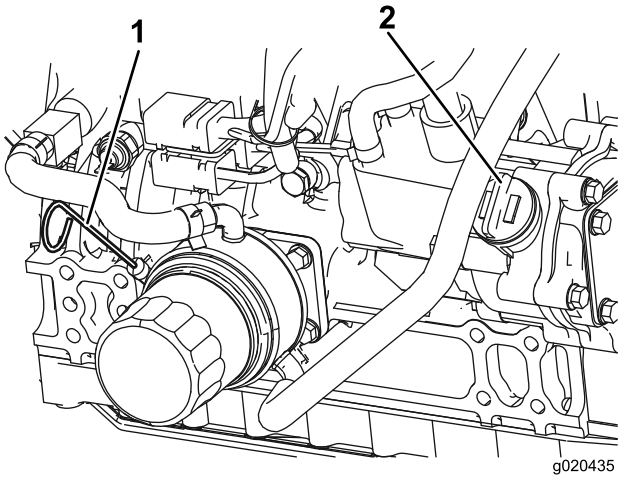

Figuur 10
3. Verwijder de peilstok uit de buis, veeg deze schoon en plaats de peilstok weer in de buis. Haal de peilstok er weer uit. Het oliepeil moet altijd tot aan de VOL-markering staan (Figuur 10).
4. Als het oliepeil beneden de VOL-markering staat, verwijdert u de vuldop (Figuur 10) en vult u bij met olie totdat het oliepeil de VOL-markering bereikt. **Niet te vol vullen.**